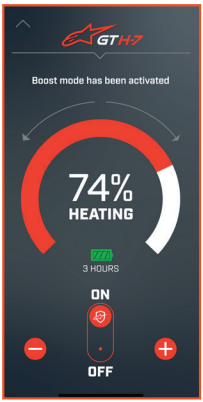

AFBEELDING 4
h. Om de automatische handschoencontrole in of uit te schakelen, trekt u de schuifknop naar de "ON" of "OFF" richting (ref. App afbeelding 4).